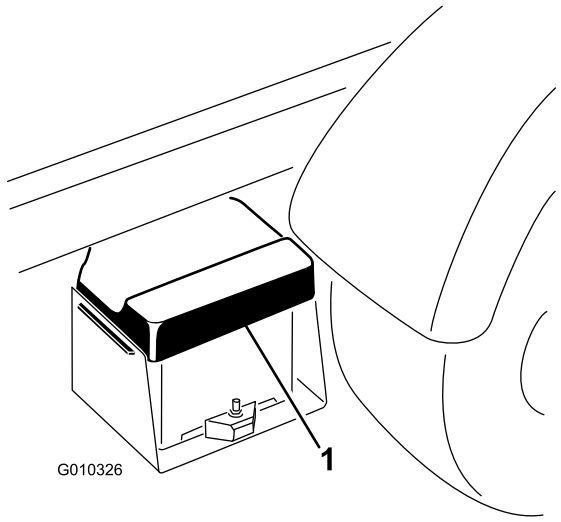

Figur 5
1. Klem på batteridækslet for at løsne tapperne fra batteribundpladen (Figur 5).
2. Fjern batteriet fra batteribundpladen (Figur 5).
6. Juster batteridækslet ind efter batteribundpladen (Figur 5).
7. Pres batteridækslet, juster tapperne ind efter batteribundpladen og frigiv batteridækslet (Figur 5).